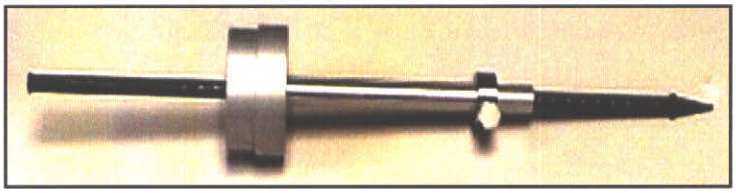
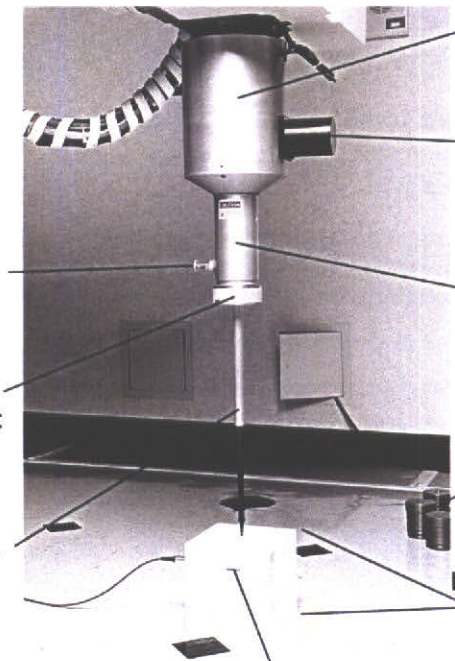

**Figure 3-15: Front Pointer**
**Figure 3-16 Example of Verification of Dosimetry Calibration**
- Set robot normal to surface using laser and SSD=91 cm with front pointer (*Figure 3-15: Front Pointer, page 20*). Set up as in *Figure 3-16 Example of Verification of Dosimetry Calibration, page 22*
Use the same setup as you use for your monthly or daily output check (*Module 5, Procedure 5-2 linac Daily Output Constancy Check*). *Figure 3-16 Example of Verification of Dosimetry Calibration, page 22*, shows a sample dosimetry calibration set up.